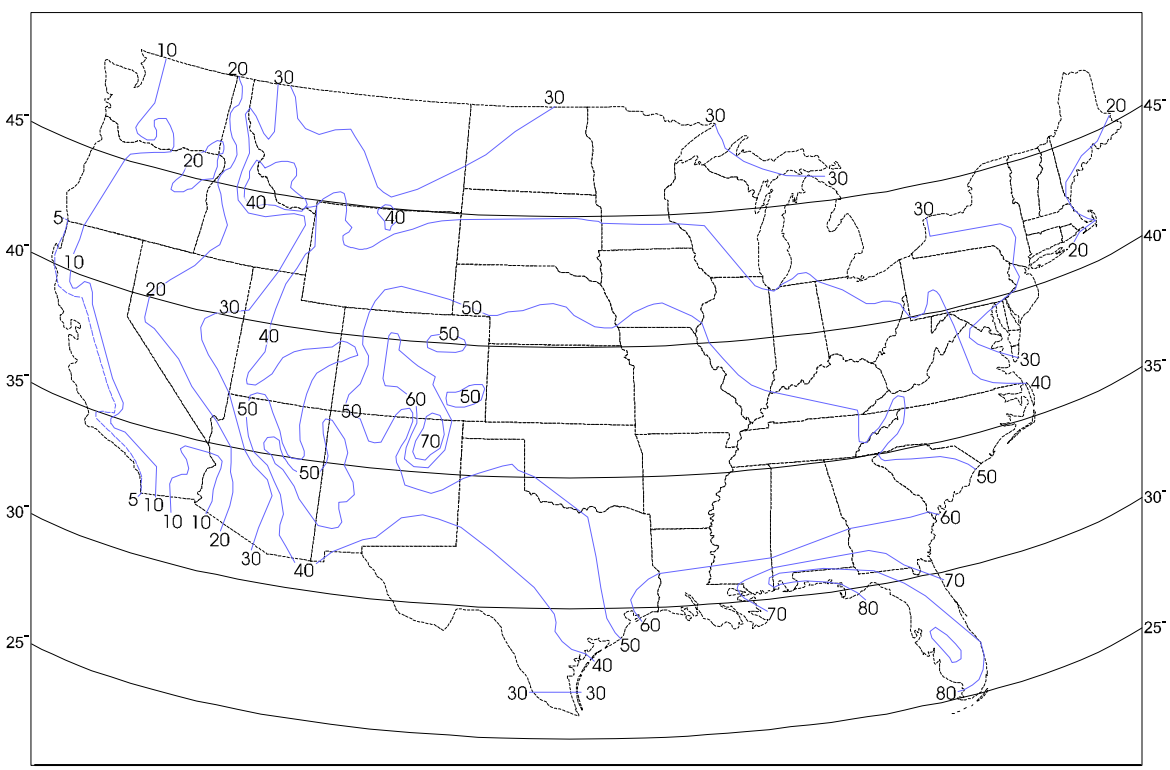

**Figure 4-1 - Average Thunderstorm Days of the Year (for Continental USA)**
The map of Figure 4-1 shows the average annual number of thunderstorm days (Isokeraunic level) for the various regions within the continental U.S.A. This map is not representative of the severity of the storm or the number of lightning strikes since it does not take into account more than one lightning strike in a thunderstorm day. The Isokeraunic or Isoceraunic number provides a meteorological indication of the frequency of thunderstorm activity; the higher the Isokeraunic number the greater the lightning strike activity for a given area. These levels vary across the world from a low of 1 to a high of 300. Within the United States the Isokeraunic level varies from a low of 1 to a high of 100.
1. Using the map of Figure 4-1 (or a comparable meteorological map for your local), find the Isokeraunic level (I) for your area. Then using Chart 1, find "A" for your area.
2. Refer to Figure 4-1 to find the latitude. Then using Chart 2, find "B" for your latitude (Lat.°).